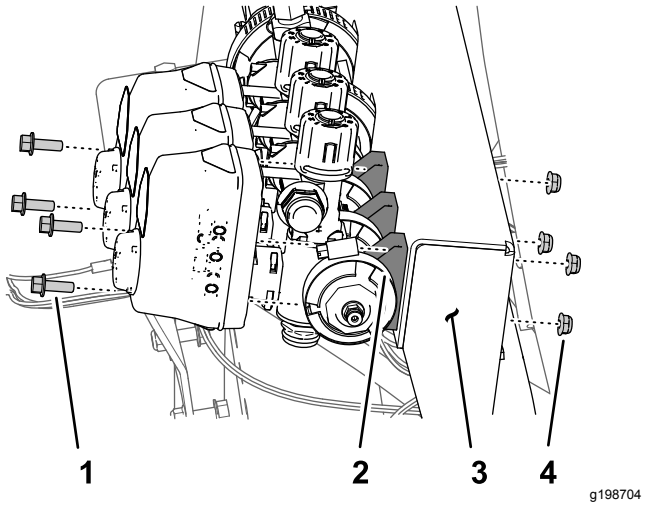

Rysunek 68
1. Odkręć 2 śruby kołnierzowe (¼ x ¾ cala) i 2 nakrętki zabezpieczające (¼ cala) mocujące zawór lewej sekcji wysięgnikowej do mocowania rozdzielacza (Rysunek 68).
2. Odkręć 2 śruby kołnierzowe (¼ x ¾ cala) i 2 nakrętki zabezpieczające (¼ cala) mocujące zawór prawej sekcji wysięgnikowej do mocowania rozdzielacza (Rysunek 68).
3. Zdejmij zacisk kołnierzowy 40 do 64 mm i uszczelkę 25 x 35 mm mocujące kołnierz lewego zaworu sekcji do adaptera (Rysunek 68).